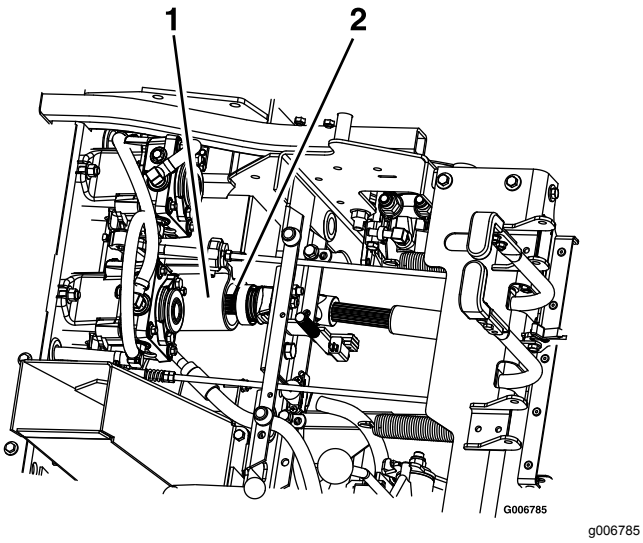

Figuur 80
9. Ontgrendel de stoel en koppel de aandrijfas los met de snelkoppeling bij de omloopas (Figuur 80). Zie Bestuurdersstoel ontgrendelen (bladz. 25).
5. Monteer de aandrijfas op de omloopas (Figuur 80).